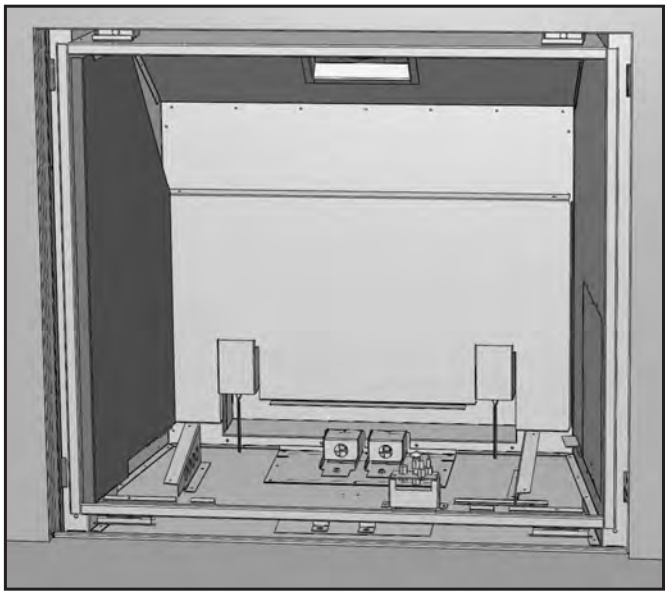

Figure 46: Rear & Left Porcelain Panels in Place.
3. Install the Rear Firebox Liner. This panel rests on top of the accent lights and Rear Brick Panel Support. It will stay in this location as you install the remaining panels. Refer to Figure 46.
4. Install the Left Firebox Liner Panel; it sits on the bottom front edge of the firebox (see Figure 46), a support bracket at the lower rear of the firebox, and is held in by a retainer at the top of the firebox. Adjust the panel retainers as required.